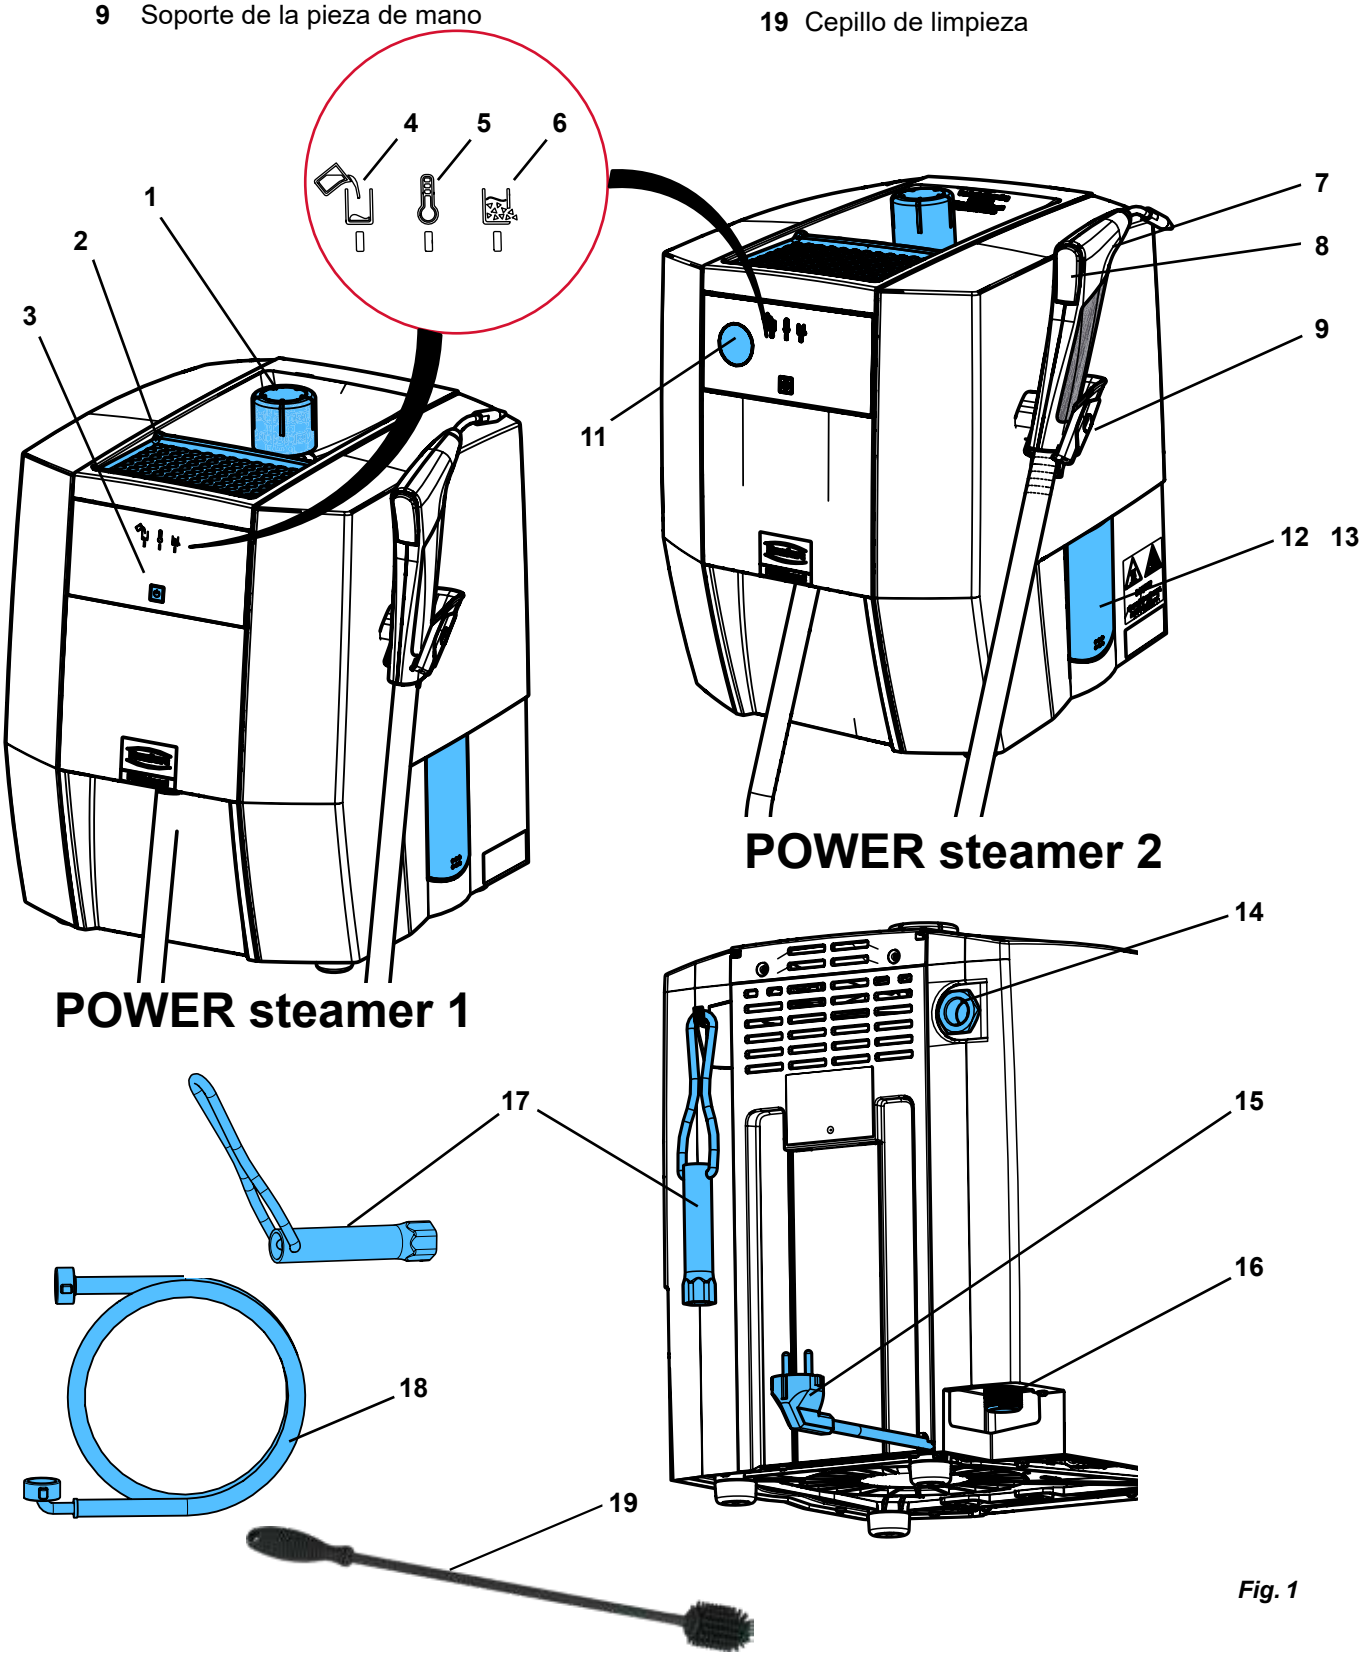

Fig. 1
- ► **Configure el aparato de forma que no haya peligro si sale vapor por la abertura de salida de la válvula de alivio de presión (14, Fig. 1).**
Los modelos de escayola o los modelos de revestimiento se pueden colocar en la bandeja para modelos (2, Fig. 1) para el secado.
⇒ Enrosque el tapón del depósito (1, Fig. 1).
Coloque el aparato de forma que no haya peligro si sale vapor por la abertura de salida de la válvula de alivio de presión (14 Fig. 1) (p. ej., no coloque el aparato delante de un enchufe).
La abertura de salida de la válvula de alivio de presión (14, Fig. 1) no debe taparse ni bloquearse en forma alguna.
¡Peligro por vapor a presión! Antes de abrir el tapón de revisión, asegúrese de que ya no haya presión en el depósito de presión. Abra y retire el tapón del depósito (1, Fig. 1).
⇒ Coloque el aparato de tal manera que el agua pueda fluir desde el depósito de presión a través de la abertura de revisión (12 / 13, Fig. 1) hacia un recipiente.